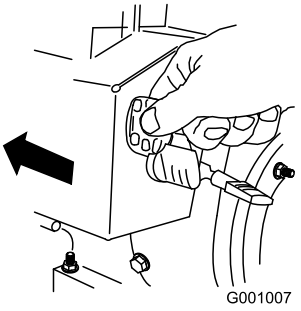

Figura 27
5. Inserite la chiave di accensione (Figura 27).